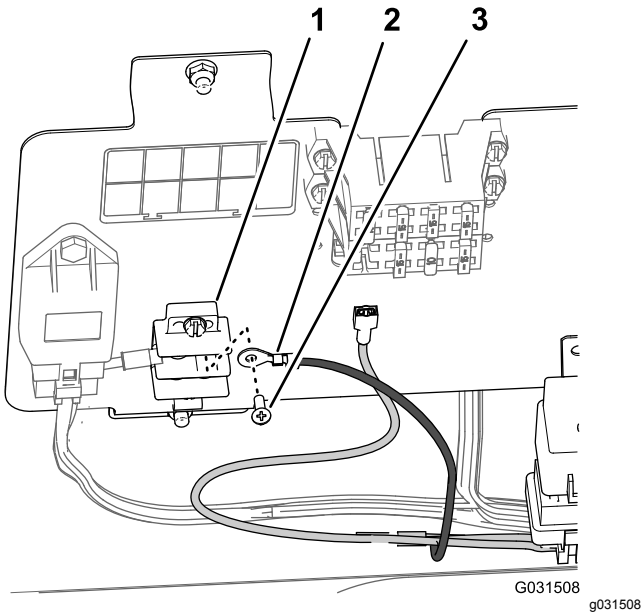

Figur 202
1. Fjern en skrue fra jordklemblokken (Figur 202).
2. Fastgør ringklemmen på ledningsnettet til finishingsættet til jordklemblokken med den skrue, du fjernede i trin 1 (Figur 202).